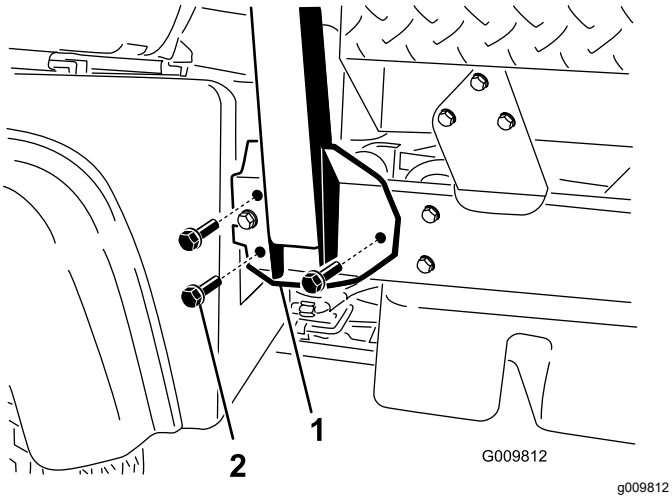

Figura 4
2. Alinee cada lado de la barra antivuelco con los taladros de montaje de cada lado del bastidor de la máquina (Figura 4).
3. Sujete el soporte de montaje de la barra antivuelco al bastidor de la máquina usando 3 pernos con arandela prensada (½" x 1¼") en cada lado (Figura 4).